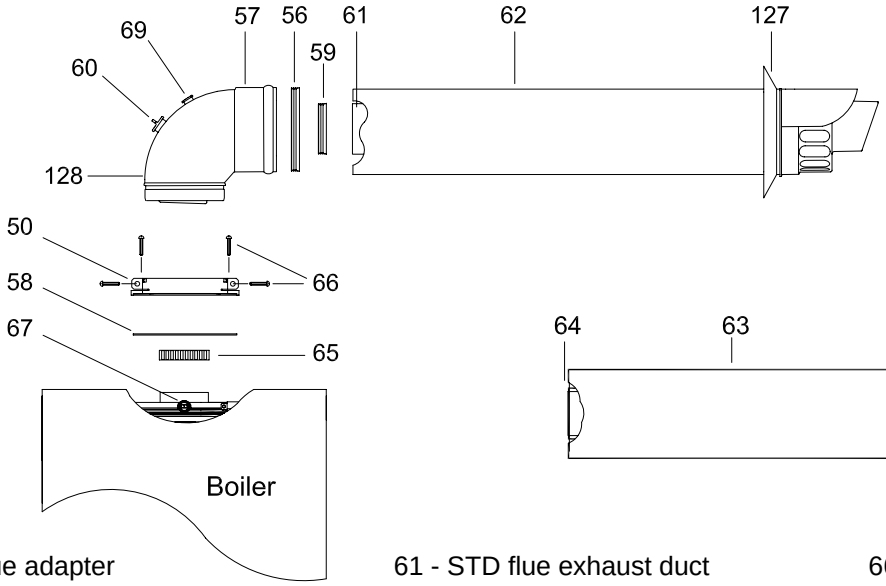
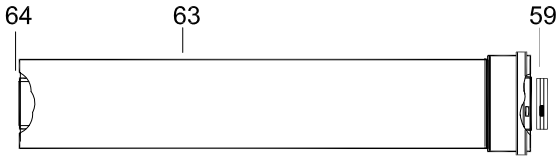

Fig.17
Fig.18
5.5.6 Working above the boiler pull the flue exhaust duct towards the boiler in order to engage tube (Fig. 17 item 61) into its header.
5.5.8 Extensions kits are available to order for flue extension of up to 7 metres total length (Fig.18).
5.6.9 Each extension length extends the pipe by approximately 1000 mm long up to a maximum of seven extensions. Pipeline length can be established using the instructions in section 5.5 for rear flue outlets and section 5.6 for side flue outlets. Extensions must be installed with the widened end of the air intake pipe and the tapered end of the flue pipe aimed towards the exhaust terminal. Extensions must be joined together with the standard terminal pipe, and inserted in each other as far as they can go. If an extension must be shortened, this must be done from the straight end, and not from the widened or tapered end. To measure the pipeline properly all components must be assembled and total length measured before cutting. The straight end of the extension connects to the boiler. The flue output and air intake pipes fits into the boiler header until it stops (Fig.17 - Fig.18).
Insert plastic expansion plugs (Fig. 18).